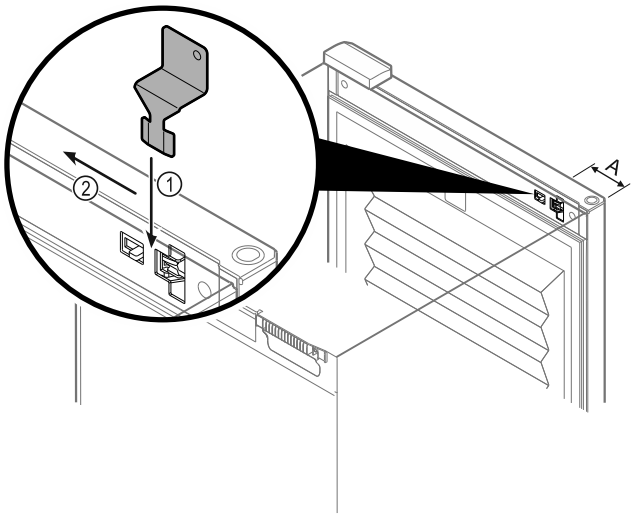

Fig. 138
▶ Расположите ключ для аварийной разблокировки в заданном месте *Fig. 138 (A)* ≈ 100 мм.
▶ Вставьте ключ для аварийной разблокировки *Fig. 138 (1)* между дверью и корпусом устройства сверху и до упора.
▶ Потяните ключ для аварийной разблокировки в направлении шарнира. *Fig. 138 (2)*